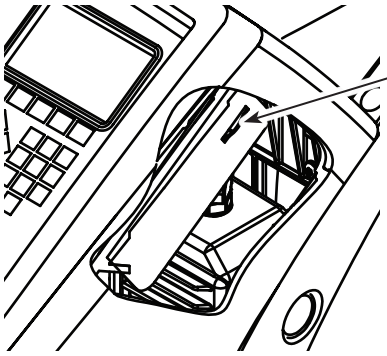

Figura 5
3. Inserte la tarjeta SD que contiene los datos del idioma. Consulte la Figura 5.